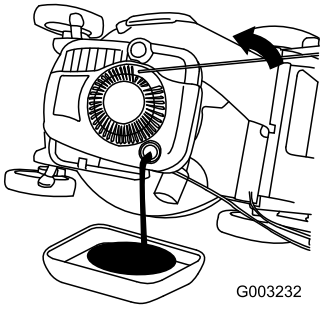

Figur 36
3. Tippa gräsklipparen på sidan (med luftfiltret uppåt) för att tömma ut den använda oljan genom påfyllningsröret (Figur 36).